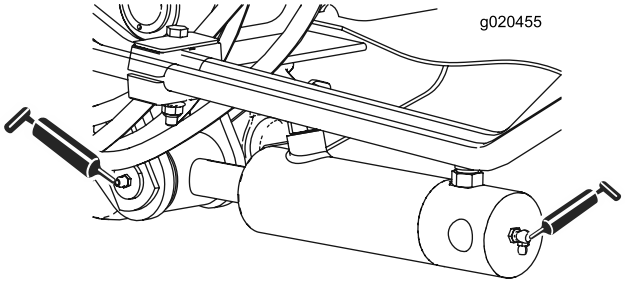

Bild 41
- Zwei (an jeder Seite) Hubarm-Zylinderbüchsen (Bild 41)